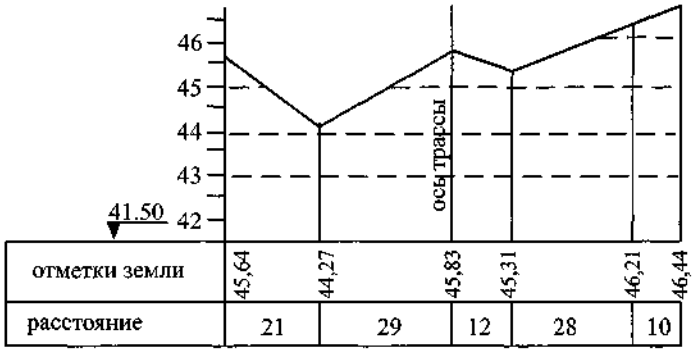

Рис. 15. Схема поперечного профиля.
1. Построить поперечный профиль железнодорожного пути по существующим отметкам головок рельсов СГР, низа балластного слоя НБС и земли (прил. 4, рис. 15).
- вычерчивается сетка, состоящая из двух строк: нижняя - строка расстояний, верхняя - отметки земли (см. рис. 15);